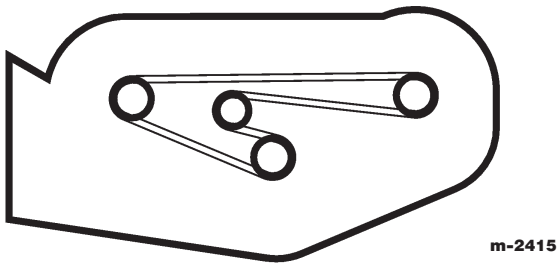

Abbildung 28
1. Den neuen Riemen an den Schnittmesserriemenscheiben und der Führungsrolle anbringen (Abb. 28).